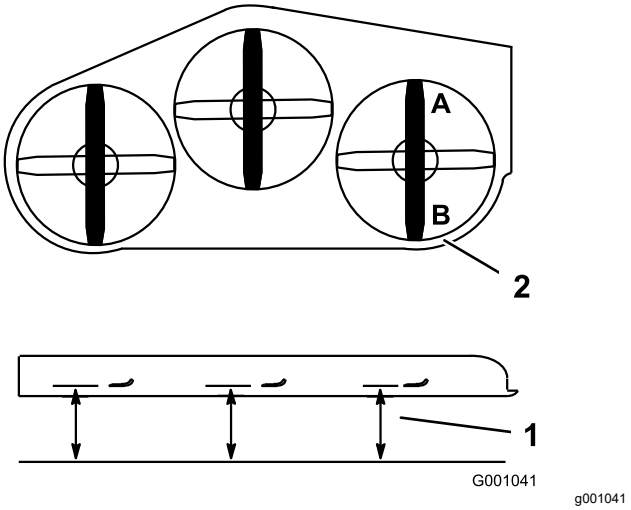

Figure 93
2. Tournez 1 lame dans le sens longitudinal. Aux points **A** et **B**, mesurez l'écart entre une surface plane et le tranchant de la pointe des lames (Figure 93).